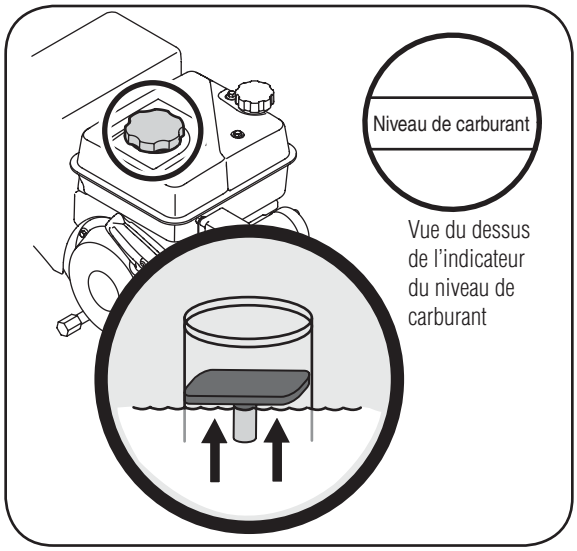

Figure 2-4: Indicateur du niveau de carburant.
2. Un indicateur du niveau du carburant se trouve dans le réservoir. Remplissez le réservoir jusqu'à ce que le carburant atteigne l'indicateur, Figure 2-4. Faites attention de ne pas déborder.